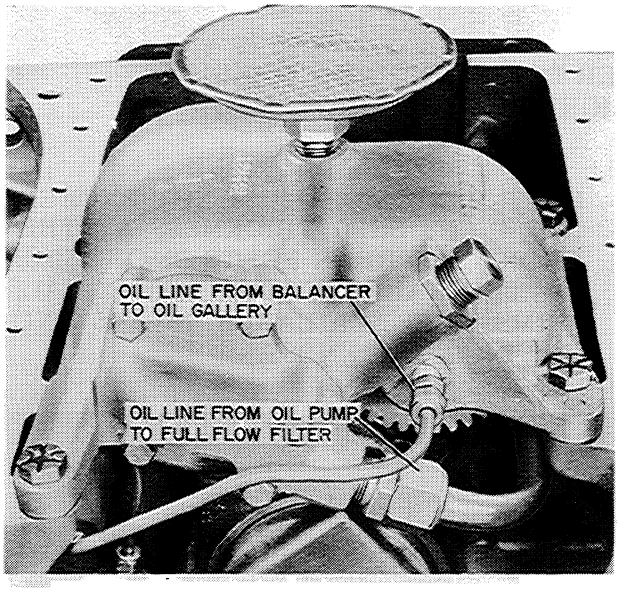

Figure MM-35
1. Remove the line from the oil pump to the full flow filter, Figure MM-35.
2. Remove the oil line from the oil gallery to the balancer housing, Figure MM-35.